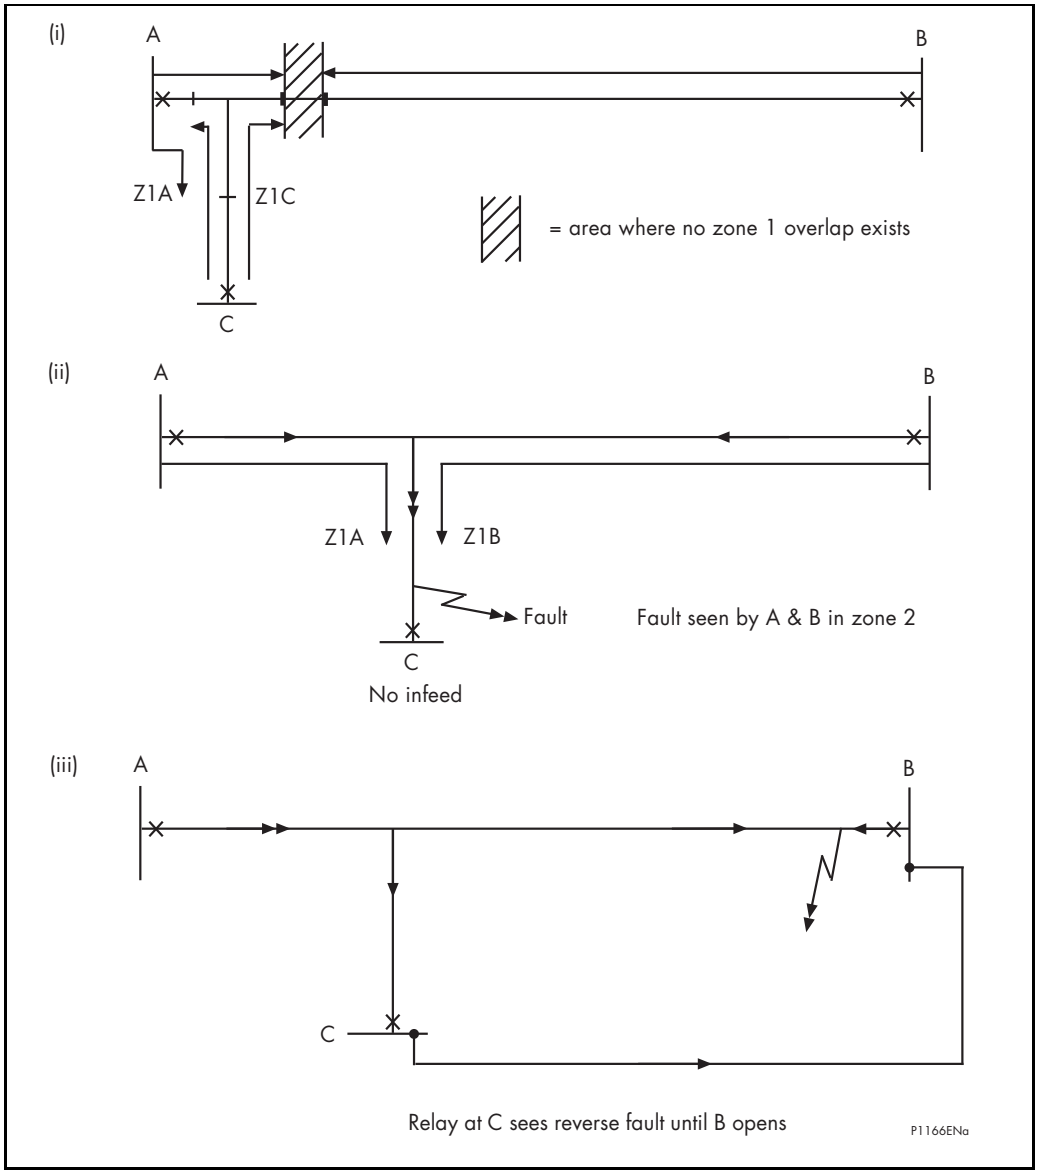

Figure 20 Teed feeder applications
- Figure 20 (i) shows the case where a short tee is connected close to another terminal. In this case, zone 1 elements set to 80% of the shortest relative feeder length do not overlap. This leaves a section not covered by any zone 1 element. Any fault in this section would result in zone 2 time delayed tripping.
- Figure 20 (ii) shows an example where terminal 'C' has no infeed. Faults close to this terminal will not operate the relay at 'C' and hence the fault will be cleared by the zone 2 time-delayed elements of the relays at 'A' and 'B'.
Figure 20 (iii) illustrates a further difficulty for a PUR scheme. In this example current is outfed from terminal 'C' for an internal fault. The relay at 'C' will therefore see the fault as reverse and not operate until the breaker at 'B' has opened; i.e. sequential tripping will occur.
The major disadvantage of blocking schemes is highlighted in Figure 20 (iii) where fault current is outfed from a terminal for an internal fault condition. Relay 'C' sees a reverse fault condition. This results in a blocking signal being sent to the two remote line ends, preventing tripping until the normal zone 2 time delay has expired.